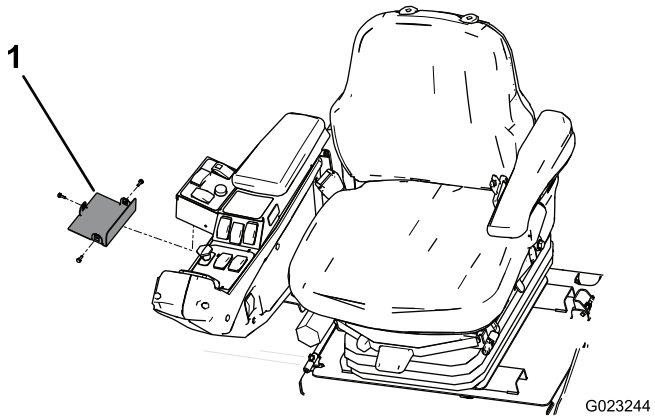

Bild 34
9. Befestigen Sie die Bedienfeldabdeckung mit drei Schrauben (Nr. 10 x ½") am Bedienfeldgehäuse, wie in Bild 34 abgebildet.